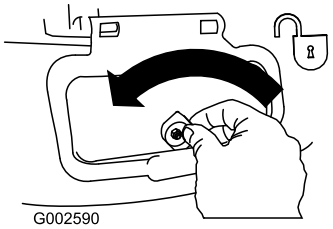

**Figura 27**
1. Sbloccate lo sportello di scarico laterale (Figura 27).